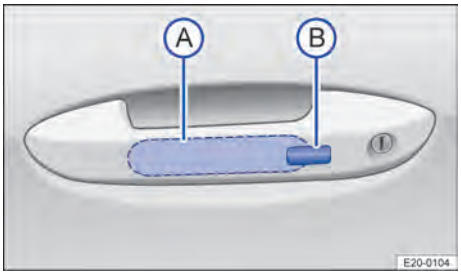

**Fig. 49** En la manilla de las puertas delanteras: superficies sensoras.
1. Toque la superficie sensora → fig. 49 Ⓐ del lado interior de la manilla de la puerta. Todos los intermitentes parpadean dos veces.
2. Toque la superficie sensora → fig. 49 Ⓑ del lado exterior de la manilla de la puerta. Todos los intermitentes parpadean una vez.
2. Antes de que pasen 5 segundos, toque una vez el sensor del lado exterior de la manilla de la puerta → fig. 49 Ⓑ. Al hacerlo, no agarre la manilla. El sistema de apertura sin llave queda desactivado temporalmente.